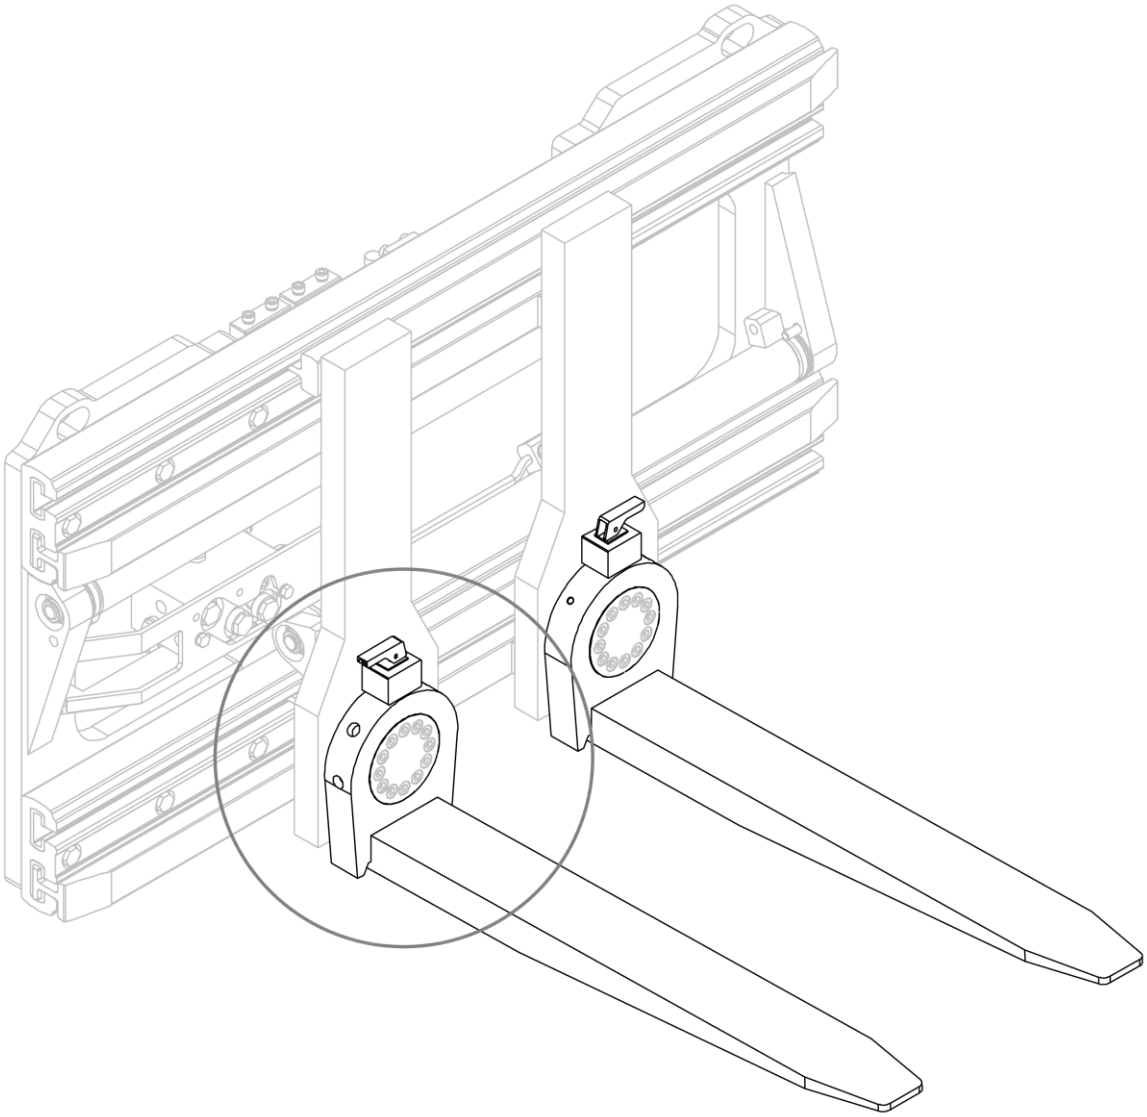
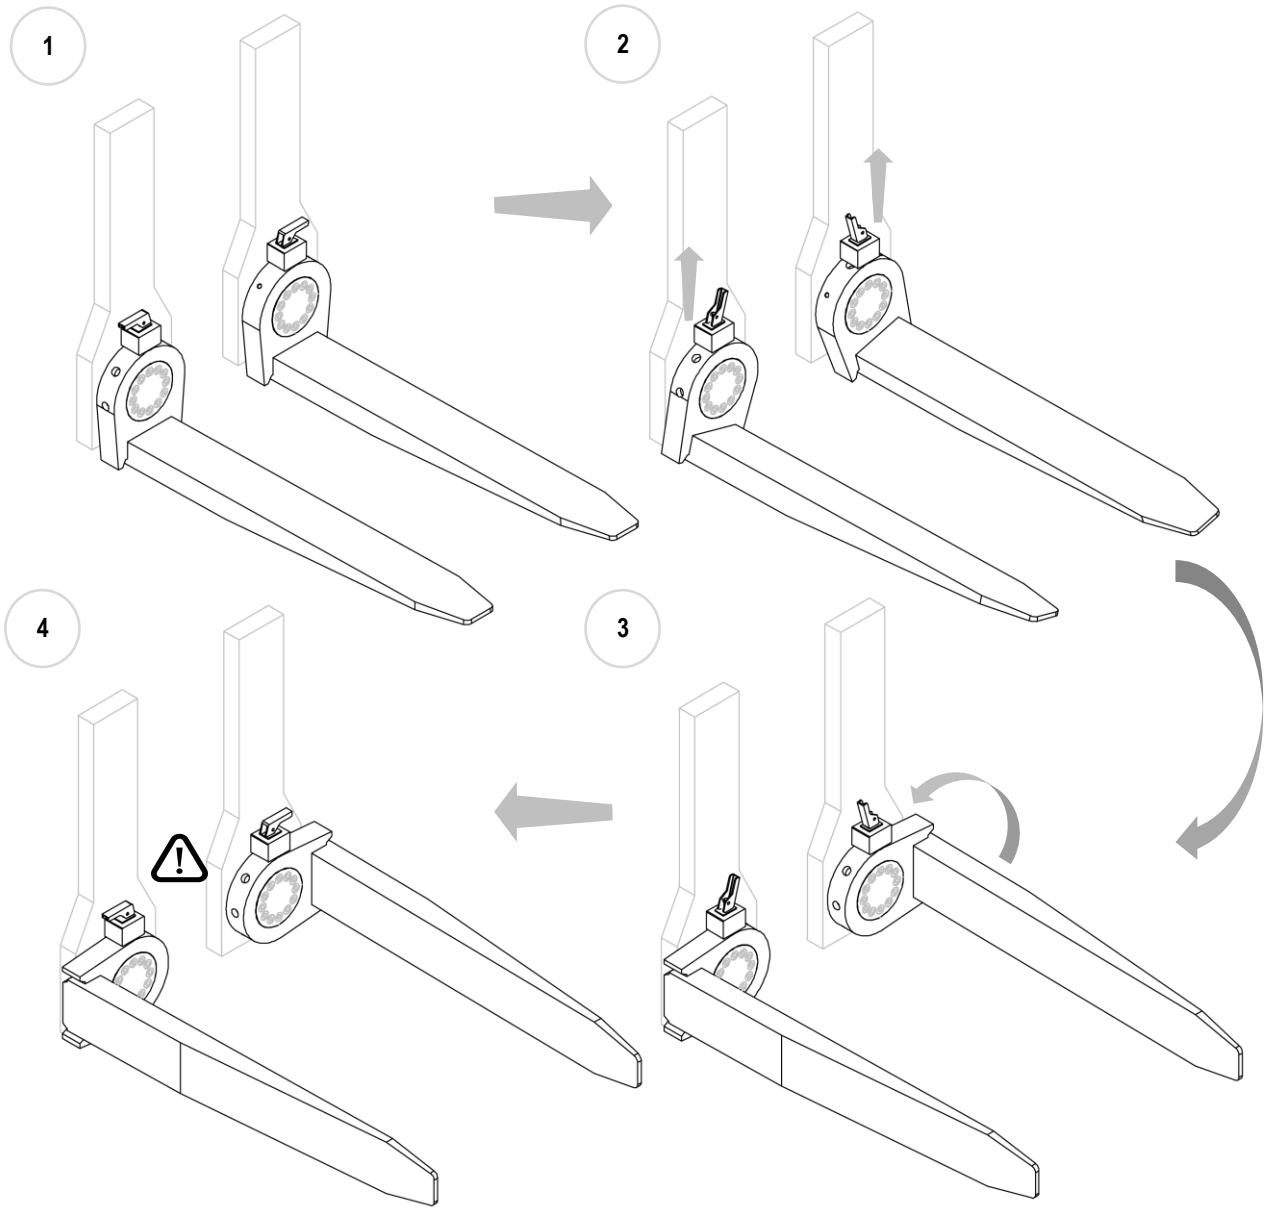

Figure 15
Figure 16
2. Se référer à la *Figure 15* et à la *Figure 16*.